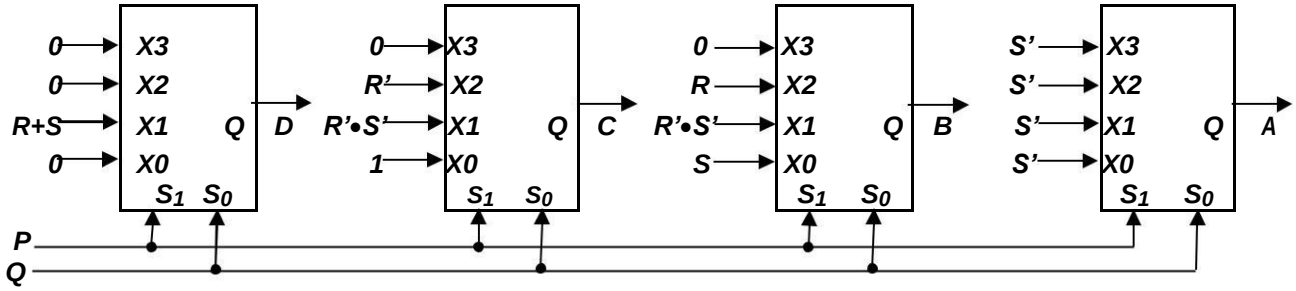

Fig. 7.2 Schematic Diagram for the Decoder for Encrypted Decimal Digit
A ***Decoder*** circuit has to be designed to ***decode*** the ***P Q R S*** code for decimal digits and generate their normal BCD (Binary-Coded-Decimal) code. The schematic diagram of the circuit, using four 4-input multiplexers, is given in **Fig. 7.2**. ***P*** and ***Q*** bits will be applied as the common Select bits S_1 S_0 of the multiplexers, and the Data inputs of the multiplexers generated out of the remaining two bits ***R*** and ***S*** using NOR gates. The decoded output bits ***D C B A*** are given by the four multiplexer outputs.
(i) Draw the actual circuit diagrams corresponding to **Fig. 7.2** in your note-book, including the NOR gates required for generating the Data inputs of the multiplexers.
(ii) Draw the K-maps for the two problems in your note-book and verify theoretically that the circuits given in **Fig. 7.2** do generate the required outputs as required for the given problems, taking care of the "*don't care*" combinations for the two problems appropriately.
3. Use the four gates in the NOR chip to generate the four different functions of ***R*** and ***S*** needed as Data inputs in **Fig. 7.2** and assemble the complete circuit given in **Fig. 7.2** by connecting these NOR gate outputs to the multiplexers in the two 74LS153 chips. Connect the inputs ***P*** and ***Q*** to the common Select inputs ***S1 S0*** of both the multiplexer chips, and keep all four ***En'*** inputs connected to ***Gnd***.